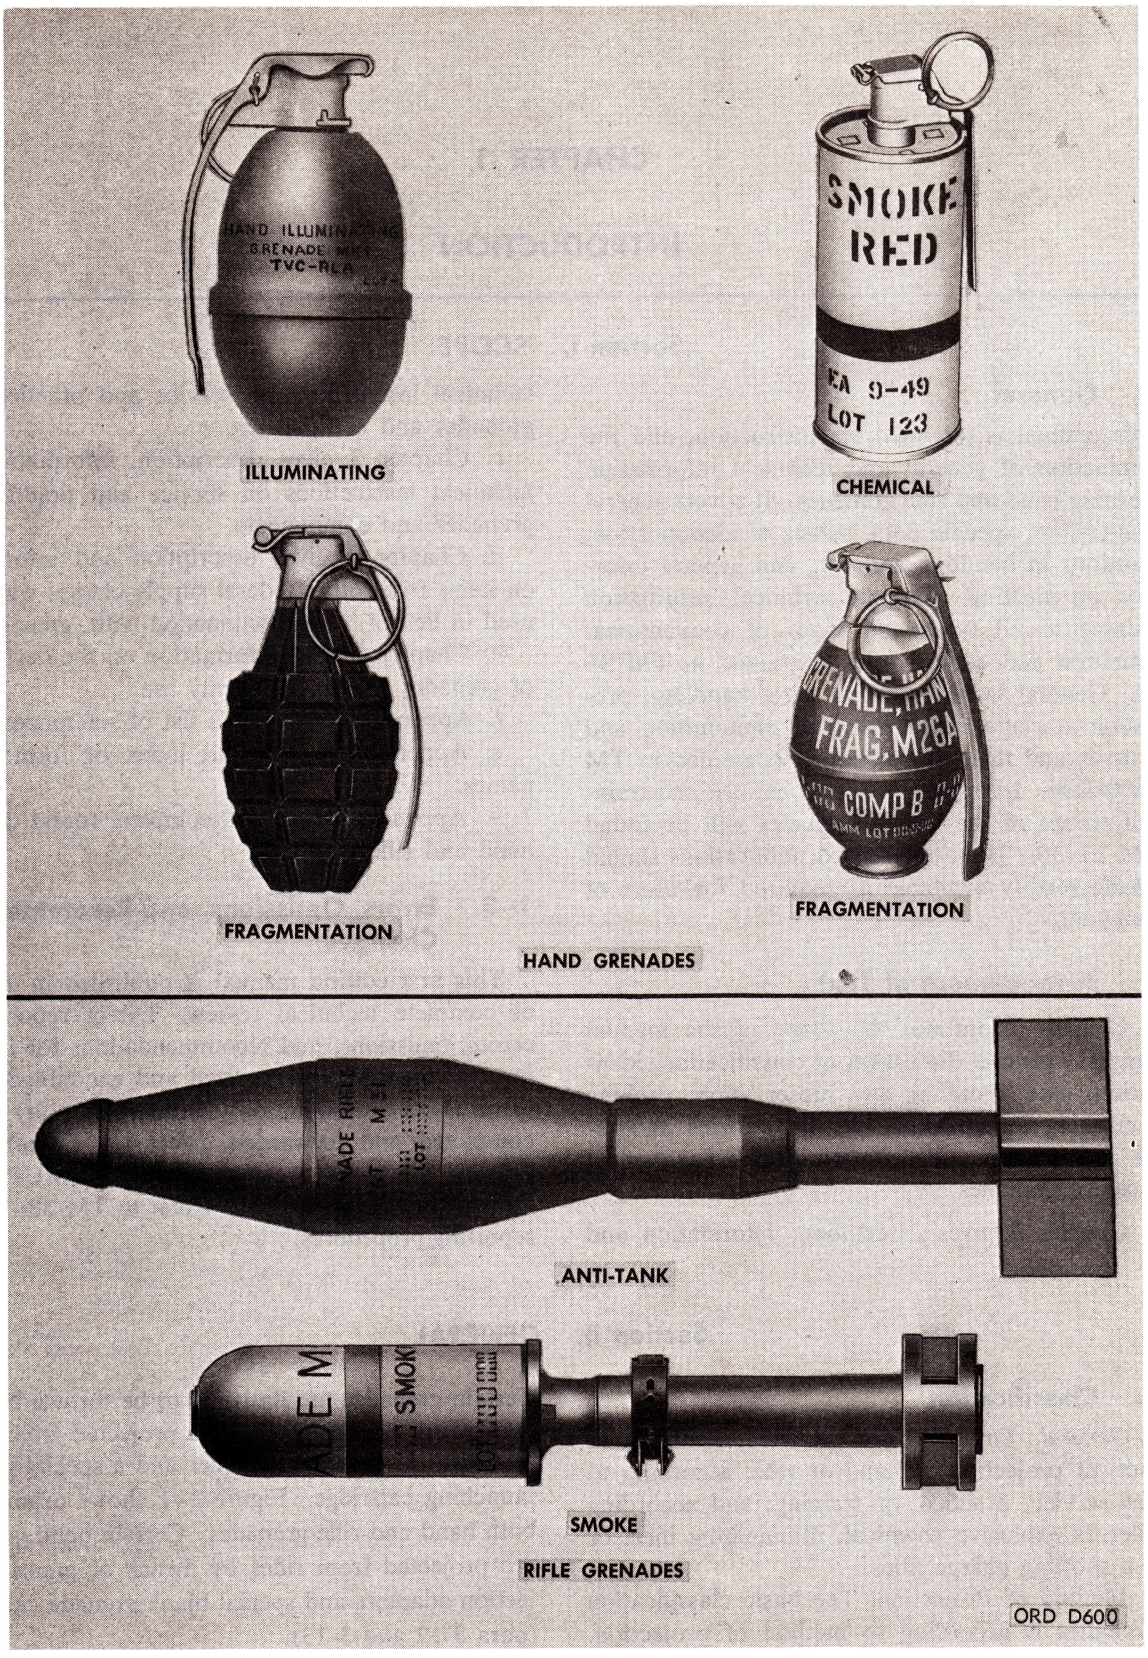

Figure 1–1. Representative types of grenades.
b. Method of Projection. The basic classification of grenades is according to method of projection. Certain grenades are designed to be thrown by hand and others are designed to be projected from a rifle by means of grenade launcher and a special grenade launching cartridge. Figure 1–1 shows examples of both hand and rifle grenades. Certain hand grenades are projected from rifles by means of grenade projection adapters and special blank grenade cartridges (para 3-12 and 3-13).